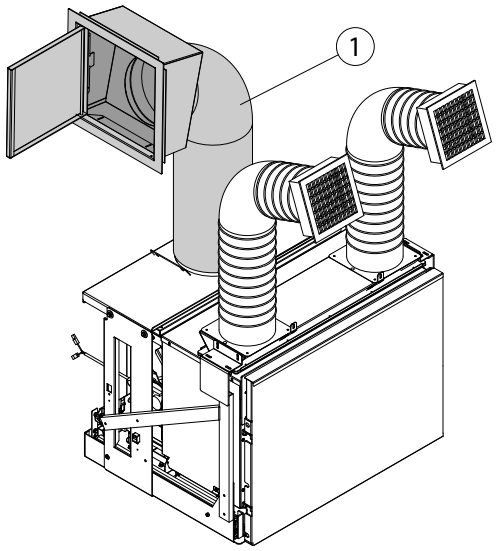

fig. 6.4.1
A) Sistema de carga con tubo metálico flexible y compuerta de carga « 1 » (fig. 6.4.1)